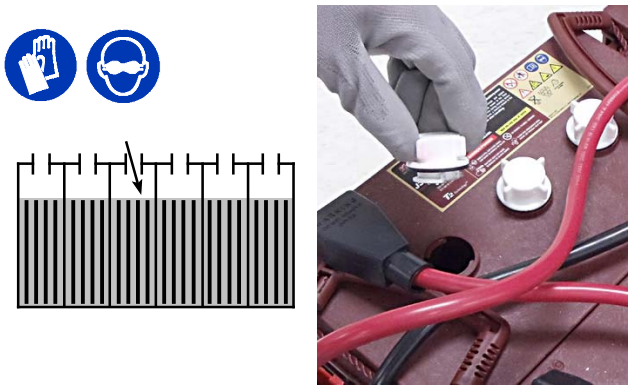

図　62
1. すべてのバッテリーの電解液レベルを確認します（図62）。「バッテリー」を参照してください。